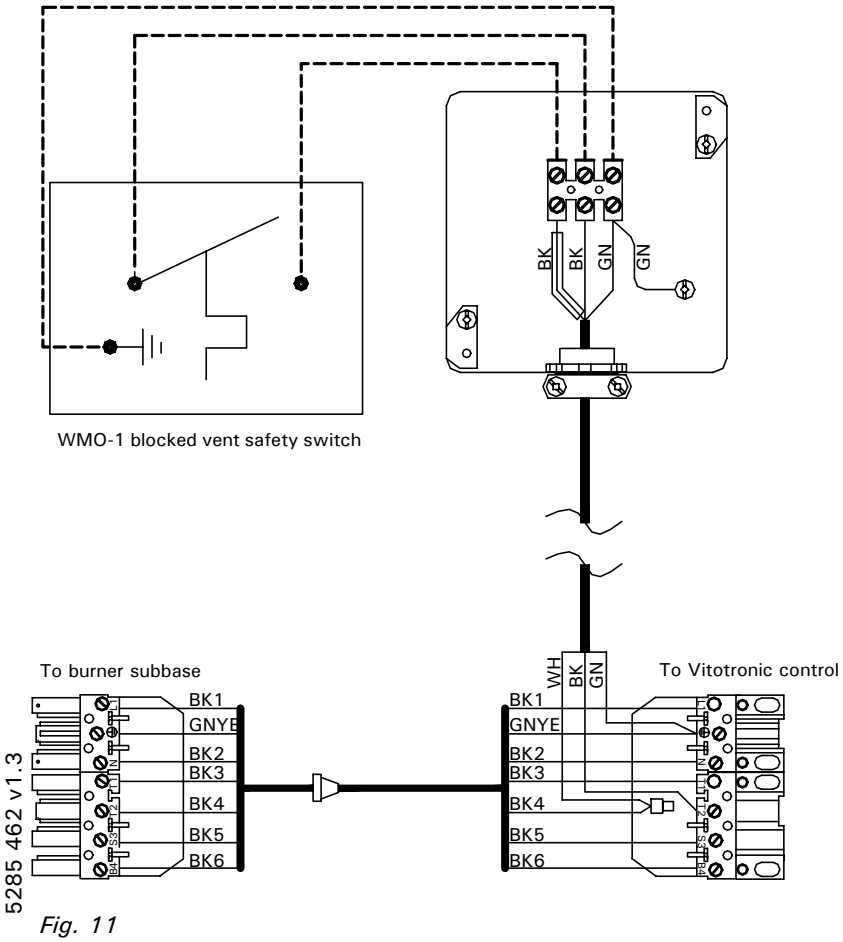

Fig. 11
5. Connect wire to the 3-pole terminal strip inside the junction box (see *Fig. 11*).